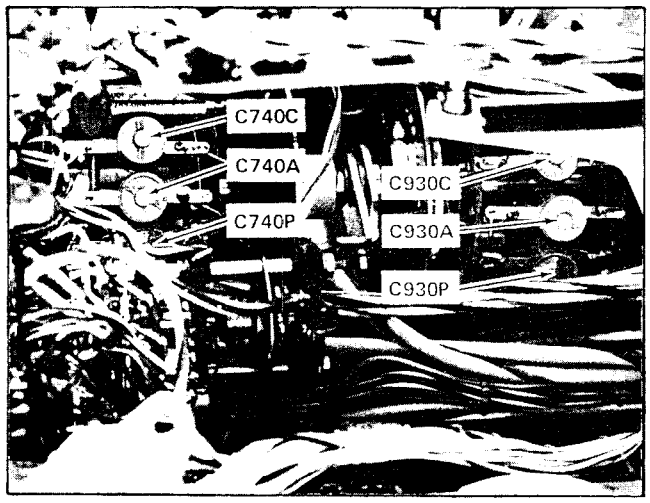

Fig. 5-18. Location of A and B Sweep timing adjustments A and B TIME/DIV switch (behind swing-out side panel).
e. ADJUST–C740C (see Fig. 5-18) for one marker each division.
i. ADJUST–C930C (see Fig. 5-18) for one marker each division.
d. ADJUST–C930A (see fig. 5-18) for one marker each division.
g. ADJUST–C740A (see Fig. 5-18) for one marker each division.
d. ADJUST–C740P (see Fig. 5-18) for one cycle/division.
s. ADJUST–C930P (see Fig. 5-18) for 1 cycle/division.